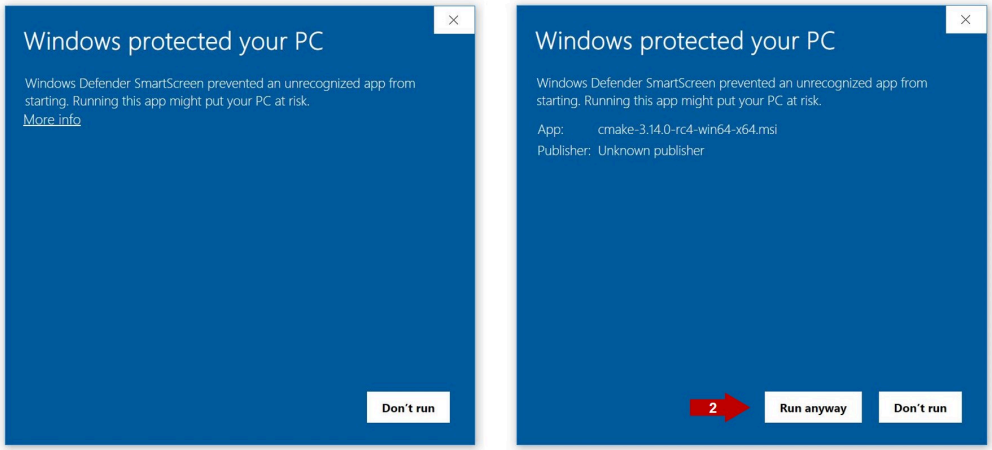

Figure 74. Run the CMake installer (II)
4. If this is your case: Click (1) on ***More info*** and then (2) click on ***Run anyway*** as shown in Figure 74: